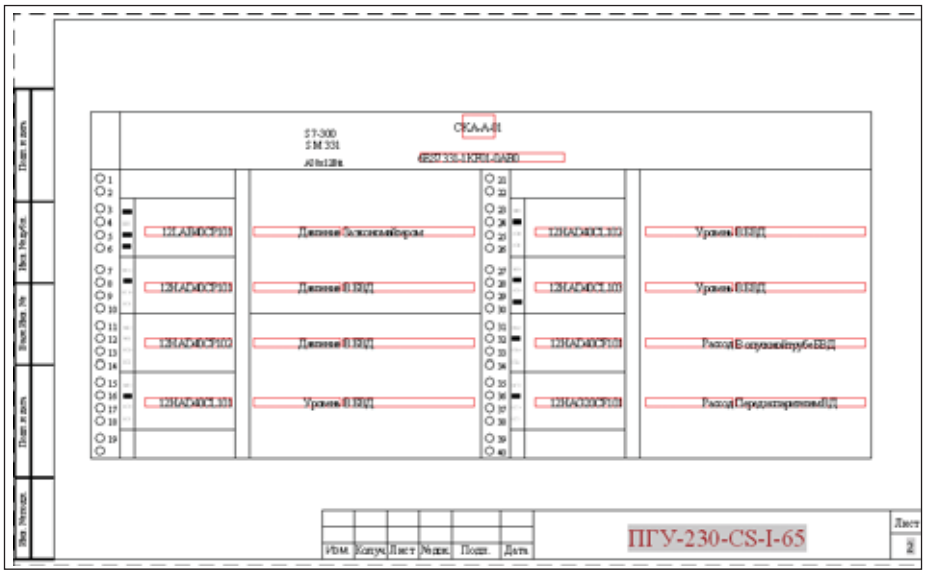

Рис. 17. Фрагмент схемы подключения к модулям контроллера, с заполненным малым штампом
- схемы подключения к модулям контроллера (рис. 17).